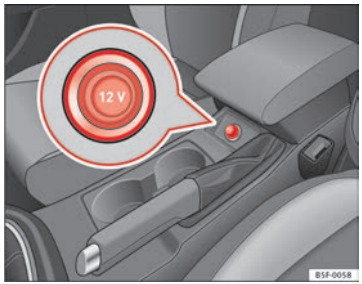

Fig. 77 Consola central: tomada de corrente de 12 volts dianteira/traseira
– Extraia o conector que se encontra na consola central da tomada de corrente ⇒ Fig. 77.